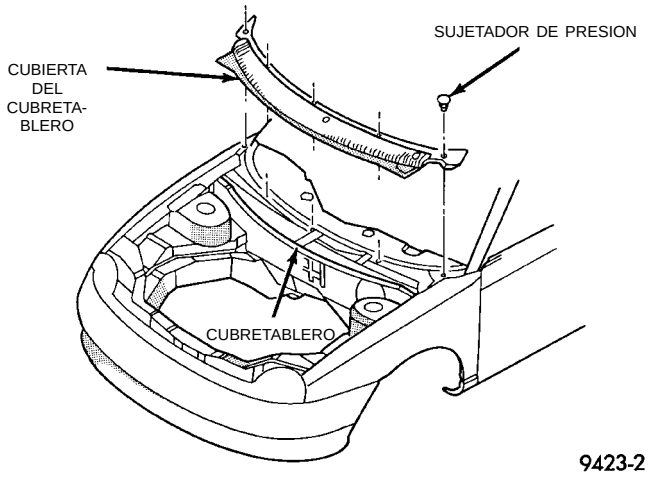

Fig. 4 Cubierta del cubretablero
(1) Desenganche el pestillo del capó y ábralo.
(2) Retire los brazos de los limpiaparabrisas. Para obtener información sobre los procedimientos apropiados, consulte el Grupo 8K, Sistemas de limpiaparabrisas y lavaparabrisas.
(3) Retire los sujetadores de presión que fijan la cubierta del cubretablero al cubretablero, en la base de la abertura del parabrisas (Fig. 4).
(4) Separe la cubierta del cubretablero del vehículo.